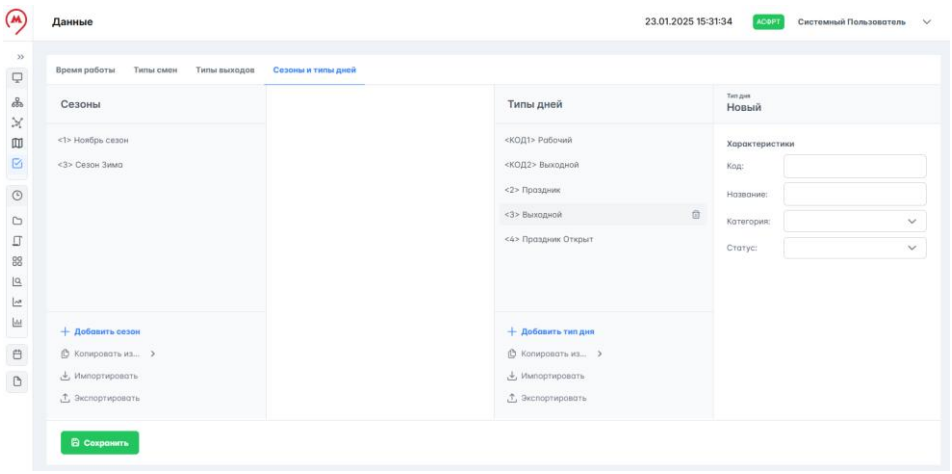

Рисунок 141 – Удаление типа дня
1. Навести курсор мыши на требуемый типа дня в списке на соответствующей панели управления, в строке элемента отобразится управляющий символ (рисунок 141).